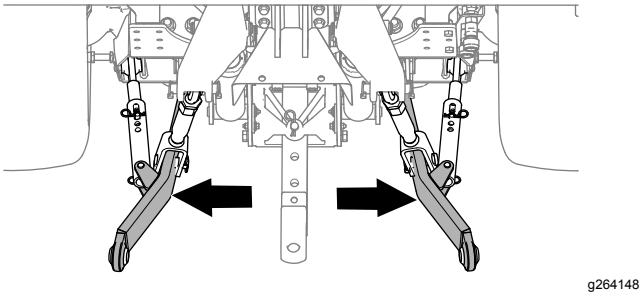

Figur 15
2. Juster de nedre forbindelsesarme (Figur 15) helt udad. Se betjeningsvejledningen til traktionsenheden.